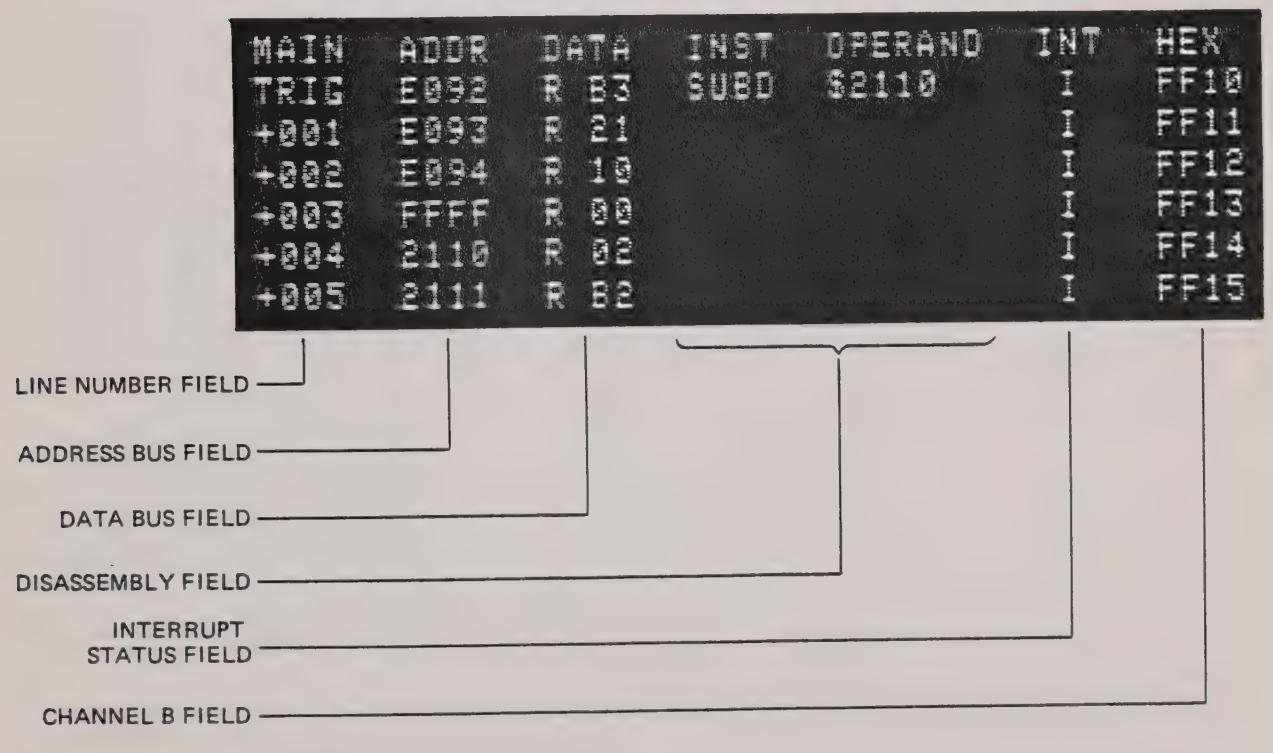

Figure 9.11 - 6800/6809 Mnemonics Mode Display
9.6.3.1 Refer to Figure 9.11 which shows a typical mnemonics mode display. Each display segment is identified in the figure and described in the following subsections.